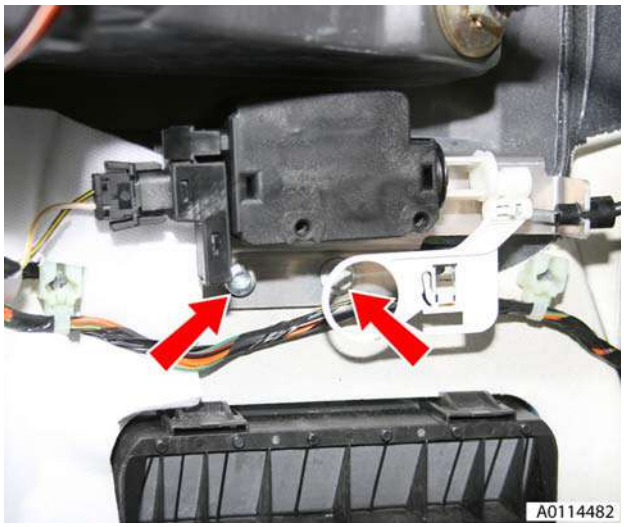

Figure 2
7. Remove 2 bolts securing fuel filler actuator assembly to body (see Figure 2).